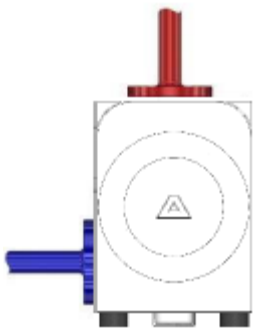

Figure 8.3
- The suction port is horizontally located at the bottom, and the discharge port is vertically at the top of the housing (as shown in Figure 8.3). Loosen the bolt [19] of the housing, remove the Side housing [1], rotate the Center housing [4] by 180°, reassemble the pump, and change the installation position of [13].